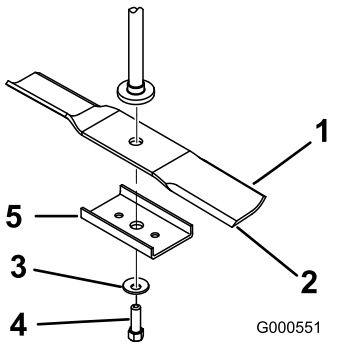

Figur 40
Hold knivenden ved hjelp av en fille eller en tykk hanske. Fjern knivbolten, bueskiven, knivoppstrammeren og kniven fra spindelakselen (Figur 40).
1. Monter kniven på spindelakselen (Figur 40).
2. Monter kniven, holderen, bueskiven (den hule siden skal vende mot kniven) og knivbolten (Figur 40).